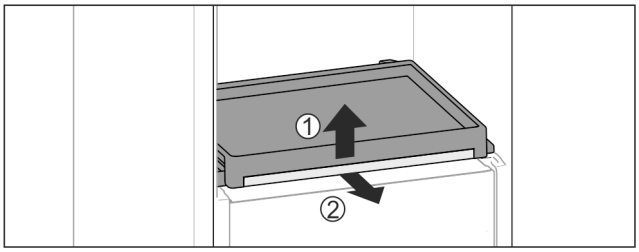

Fig. 178
▶ Odstranite izvlečno polico s stekleno ploščo: Stekleno ploščo spredaj rahlo dvignite *Fig. 178 (1)* in jo izvlecite naprej *Fig. 178 (2)*.